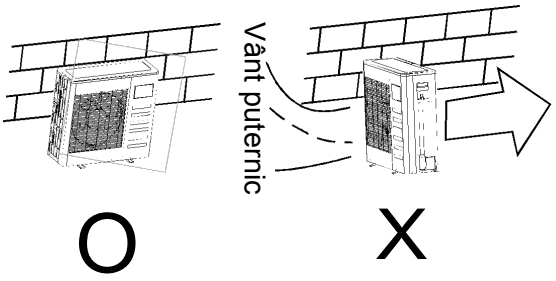

Fig.6-1
- în cazul în care locul de instalare este expus la vânt puternic cum ar fi la mare, asiguraţi-vă că ventilatorul funcţionează corespunzător istalând aparatul de-a lungul peretelui sau folosind un dispozitiv anti-praf.*(Consultaţi Fig.6-1)*